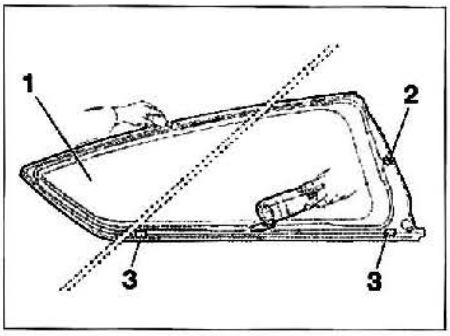

FIG. 56
• Desmontar la luna de custodia (1).
• Enrasar el cordón de cola situado en la custodia (1) **(fig. 56).**
• Colocar el tetón de centrado (2) y los separadores (3).